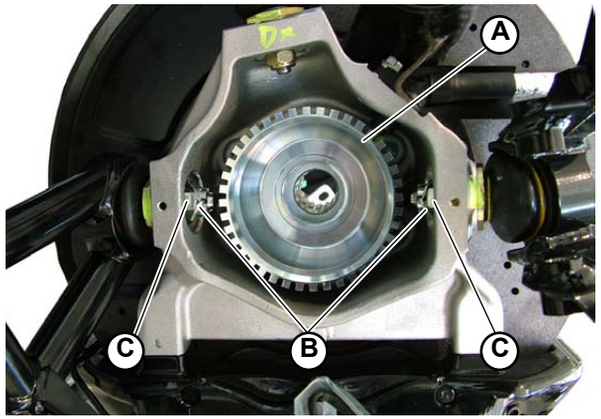

Fig.1
1. Extract the phonic wheel (**A-Fig.1**).
2. Remove the 2 split pins **(B-Fig.1)** and unscrew the 2 nuts **(C-Fig.1)**.